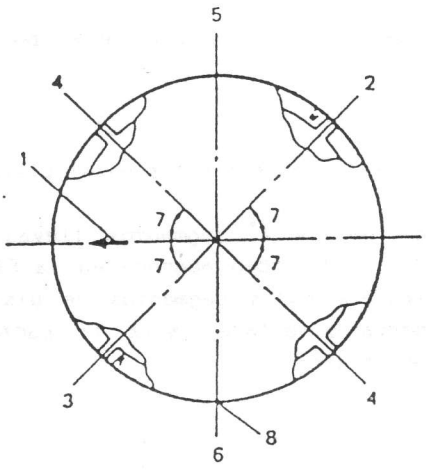

Fig. 3-6-17 Colocación de las separaciones de los extremos de los segmentos de pistón.
- Después de instalar los tres segmentos (1°., 2°, y el de engrase), coloque los mismos de la manera indicada en la Fig. 3-6-17.